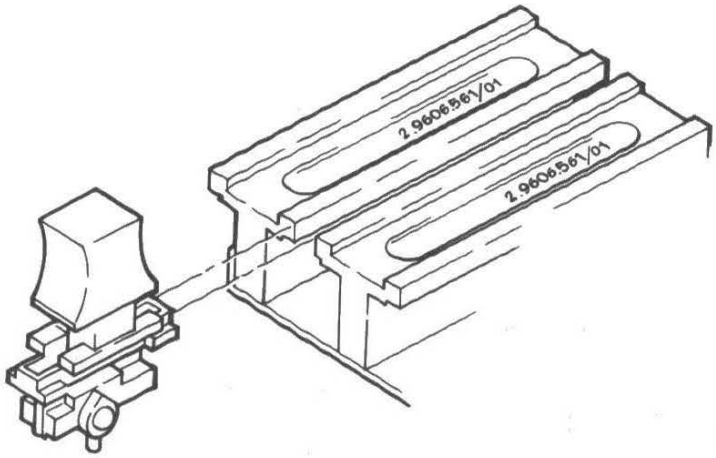

Fig 21 Einsetzen einer Taste
- Neue Taste mit Rastkugeln nach unten von unten her einfahren, siehe Fig 21